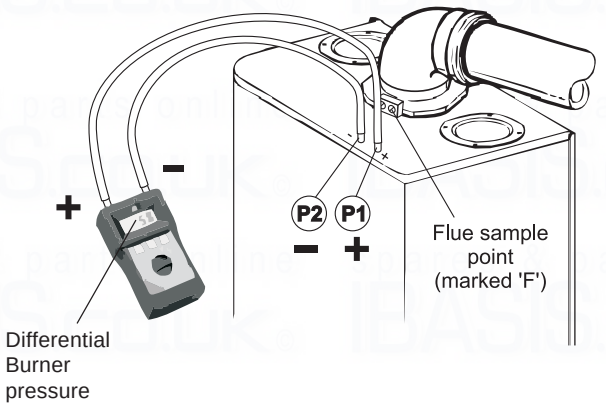

Fig. 23 **Fig. 24**
5.5 CHECK THE BURNER PRESSURES - Figs. 23, 24
Turn the boiler off. Remove the two pressure test point screws at the top of the boiler and connect a differential pressure gauge to P1 and P2 as shown in Fig 23. Allow the boiler to run for 10 minutes and check the differential burner pressures.